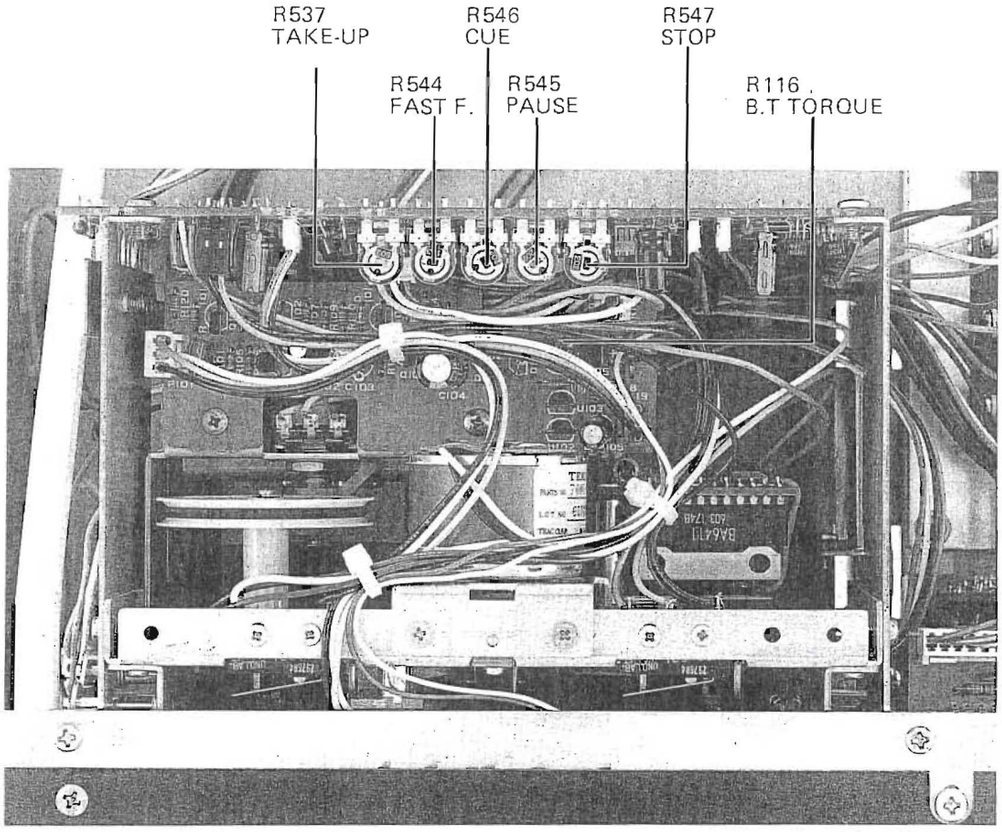

Fig. 5-6
1. Run the deck in the F.F. (fast forward) or REW (rewind) mode and adjust the trim pot R544 (Fig. 5-6) so that the following two conditions are obtained.
Make sure cue signal is developed when the FF or REW button is pushed with the PAUSE mode set. If the cue signal is not developed or the level is excessively low, adjust the trim pot R546 (Fig. 5-6).
2. If the back tension torque is out of limits, adjust the trim pot R116 (Fig. 5-6).
3. If the take-up torque is out of the limits, adjust the trim pot R537 (refer to Fig. 5-6).